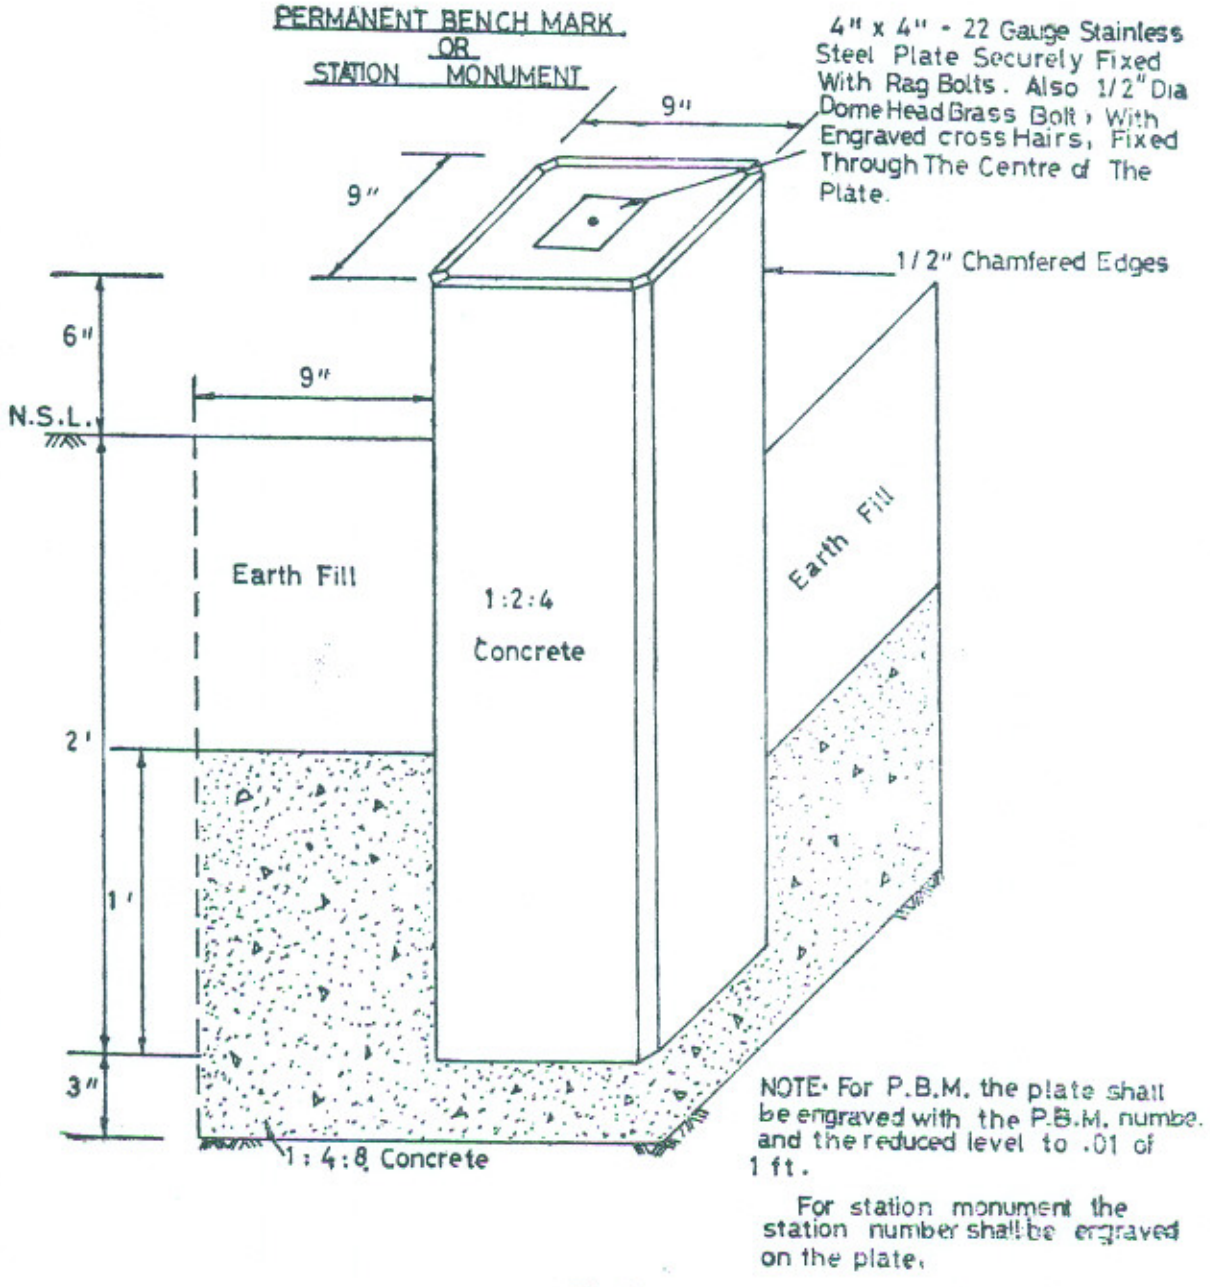
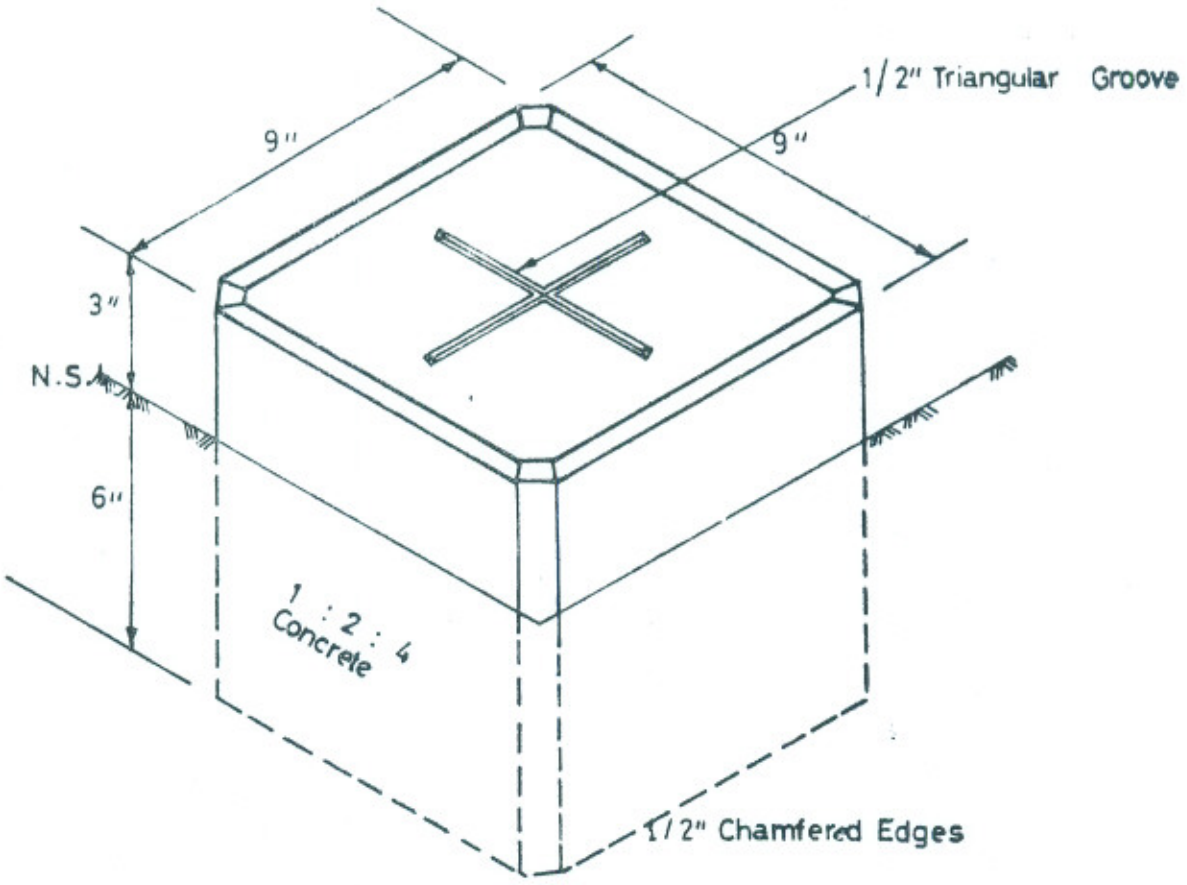

Fig. 1
Fig. 2
Levelling circuits should be closed to G.T.S. bench marks. Where open circuit levelling is unavoidable, it should be carried out on the double levelling system or alternatively two separate circuits should be made. Permanent bench marks (P.B.M., see Fig. 1) may be established at intervals of not more than five thousand (5000) ft. depending upon terrain and also at bridge sites and intersection points.
Levelling circuits should be close to G.T.S. bench marks. Where open circuit levelling is unavoidable, it should be carried out on the double levelling system or alternatively two separate circuits should be made. Permanent bench marks (see Fig. 1) properly located and referenced, shall be established at five thousand (5000) ft. intervals. The P.B.M. should be in position free from disturbance by construction activities and any local traffic etc. Temporary bench marks should be established at following intervals :
The road chainage should be measured along the centerline starting with zero at the beginning of the designated mileage. Stations should be marked at five hundred (500) ft. intervals with centerline markers (see Fig. 2) and also at all P.C.'s and P.T.'s. Where these points come on any existing pavement or permanent structure, the stations and their designations should be painted neatly on the surface. Intervisible permanent stations (see Fig. 1) should be established at intervals not exceeding one
A base-line should be established by theodolite traverse outside the pavement at a suitable distance from the centerline of the road, to avoid disturbances from the traffic. Stations at approximately five-mile intervals should be permanent monuments (see Fig. 1) and should be thoroughly referenced to existing permanent points on the ground or to additional permanent markers specifically fixed for the purpose. Intermediate stations may be staked. The initial leg of the traverse should be related to the magnetic meridian and also intermediate legs at intervals of approx. 5 miles. All mile posts and R.O.W. monuments should be accurately tied into the base line. The base-line shall be referenced, wherever possible, to becons and monuments of the National Survey of Pakistan.